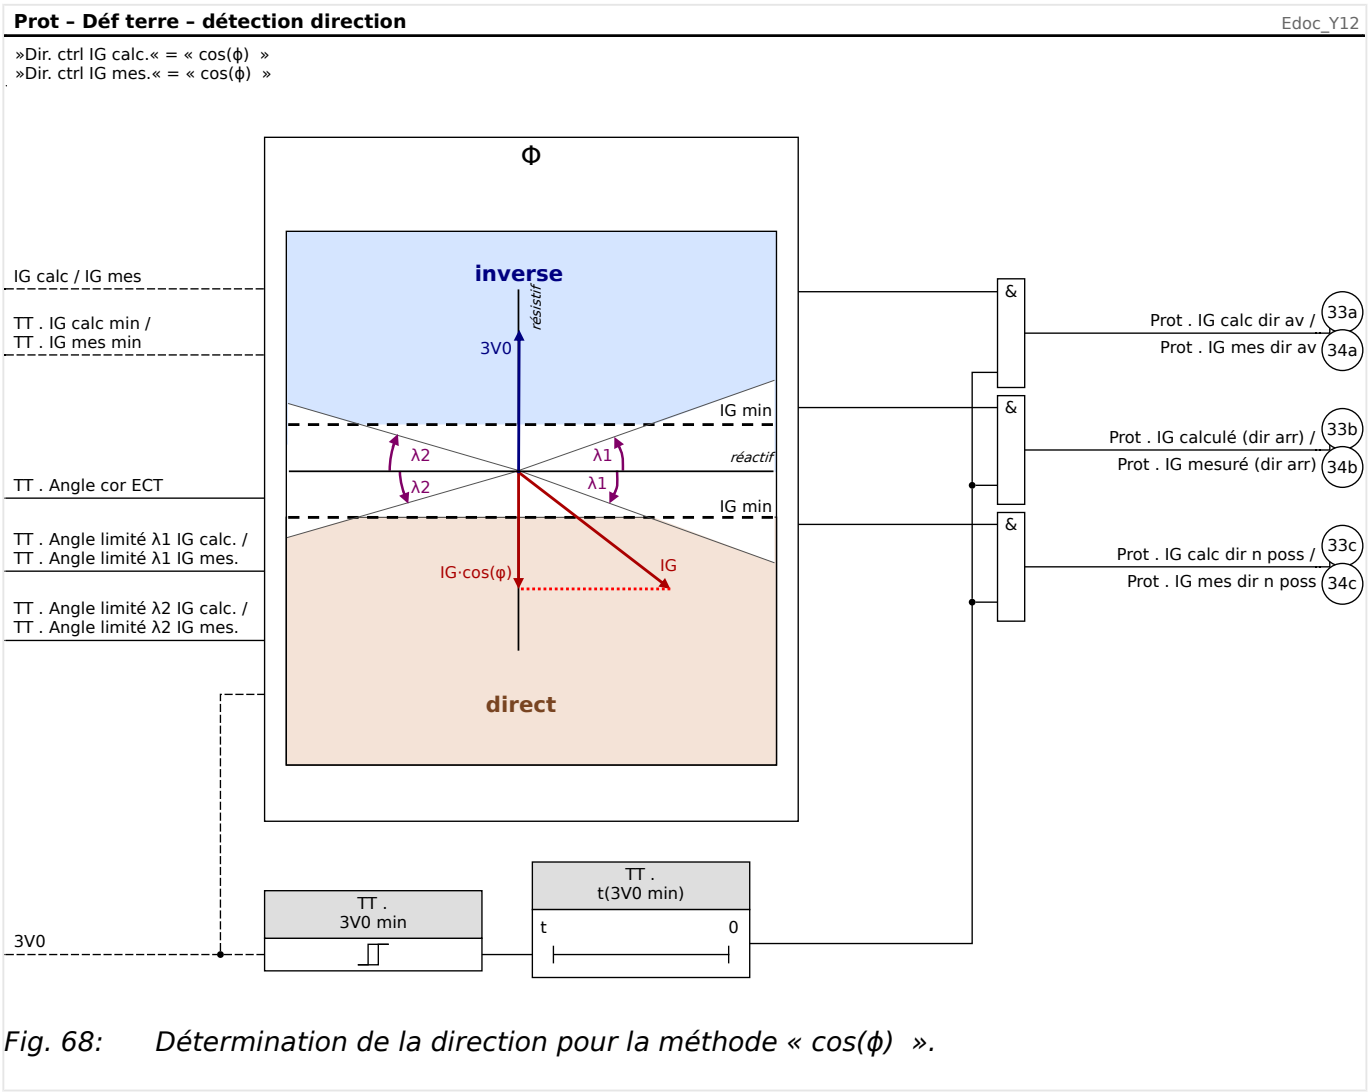

Fig. 68: Détermination de la direction pour la méthode « cos(ϕ) ».
- [para champ / Direction / Wattmétrique] *»Angle limité λ1 IG mes.«* et *»Angle limité λ2 IG mes.«* : angles de limitation qui réduisent la taille de la région d'activation de la direction (voir les schémas ci-dessous, Fig. 68). Il est recommandé de définir ces angles avec précaution, car ils peuvent permettre de réduire les décisions erronées dues à des écarts d'angle en cas de courants élevés.